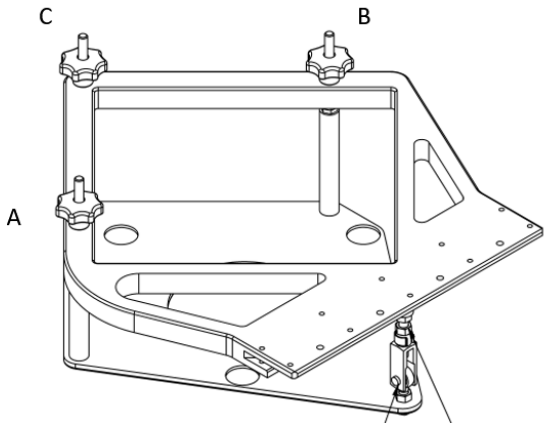

Figura 1-5. Perillas de ajuste
b. Antes de nivelar, mueva las tres perillas hasta la posición superior (consulte la figura 1-5).